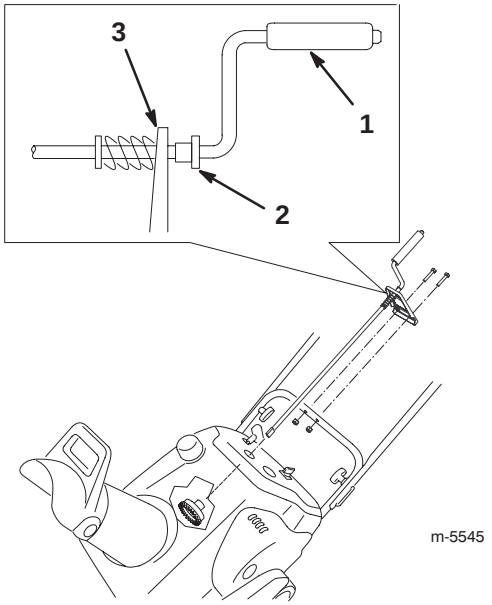

Figur 11
1. För in utkastarvevens flata ände genom hålet i höljet medan du samtidigt passar in monteringsfästet med hålen i det nedre handtaget (figur 11).
2. Rotera veven långsamt tills den flata änden passar in i den gömda växelöppningen och utkastarringen roterar med veven (figur 11).
3. Kontrollera att plastbussningen satts in helt och hållet i hålet i fästet. Skjut den annars längs veven och in i hålet (figur 11).
4. Sätt fast monteringsfästet vid handtaget med två skruvar och låsmuttrar (figur 11).